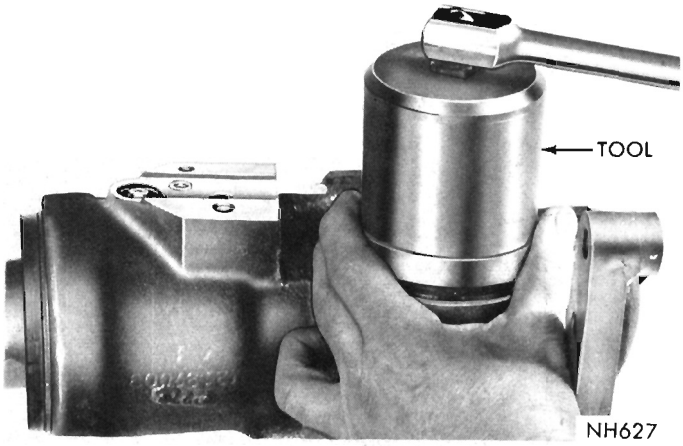

Fig. 10—Removing Gear Shaft Retaining Nut
(4) Remove gear shaft grease retainer and oil seal as outlined in "Gear Shaft Oil Seal Replacement."
(5) Loosen gear shaft adjusting screw locknut and remove gear shaft cover spanner nut with Tool C-3633 (Fig. 10).